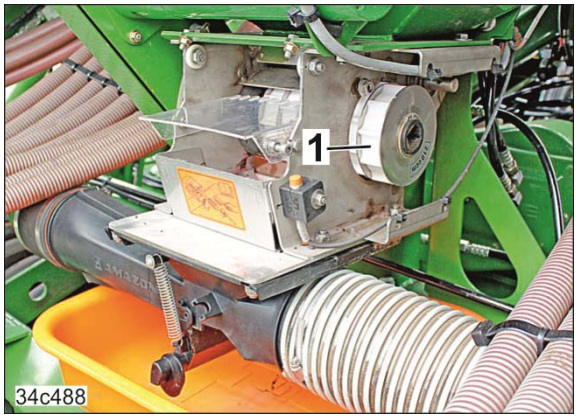

Fig. 182
7.5 Die Dosierwalze (Fig. 182/1) herausziehen.